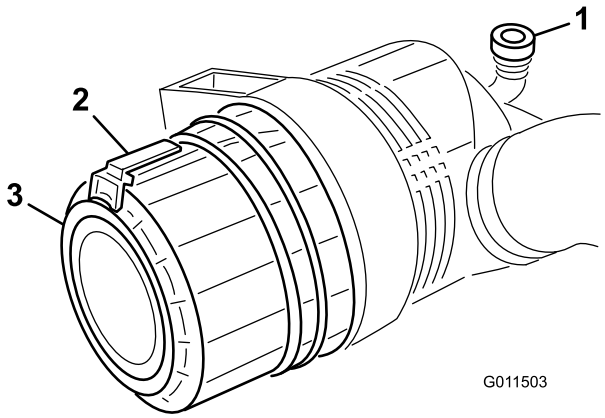

Figuur 46
1. Trek de vergrendeling naar buiten en draai het luchtfilterdeksel linksom (Figuur 46).
7. Monteer het deksel met de rubberen uitlaatklep (Figuur 46) naar beneden gericht – in een stand tussen ongeveer 5:00 tot 7:00 uur, gezien vanaf het uiteinde. Maak de sluiting vast.